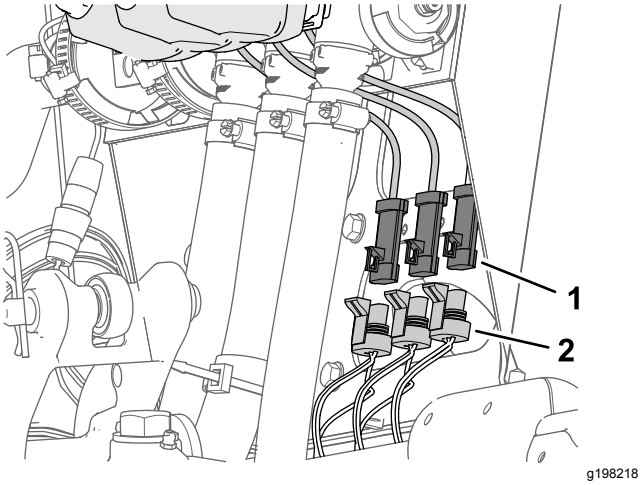

Figur 29
1. Kobl stikket med 3 ben med angivelsen VENSTRE SPRØJTEVENTIL, MIDTERSPRØJTEVENTIL og HØJRE SPRØJTEVENTIL på maskinens ledningsnet fra stikkene med 3 ben på de 3 sprøjteventilaktuatorer (Figur 29).